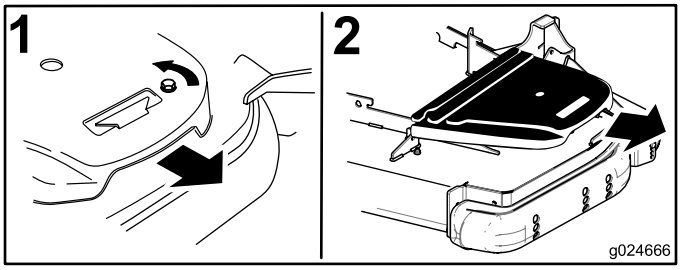

Figur 70
5. Ta bort remmens plastskydd (Figur 70).
4. Ta bort remkåporna (Figur 70).